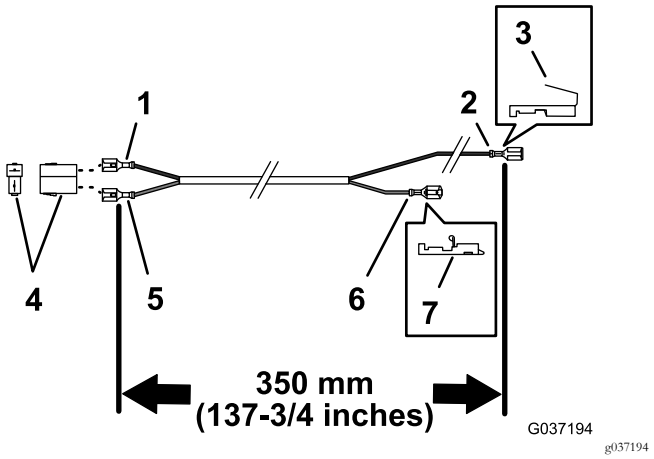

Figur 25
1. Finn 350 cm ledningssatsen (uten en ringterminal) som vist i Figur 25.